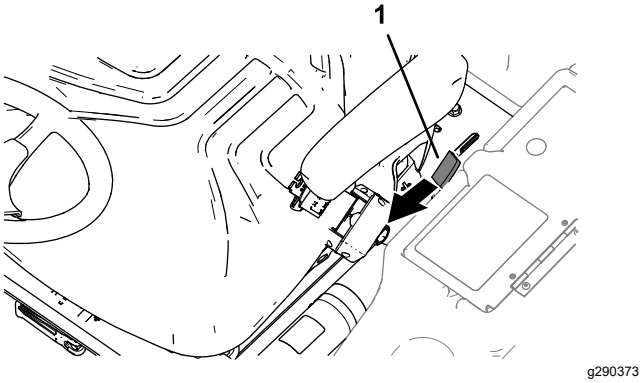

Figuur 42
1. Beweeg de greep van de platformvergrendeling (Figuur 42) naar voren tot de haak loskomt van de grendelstaaf.